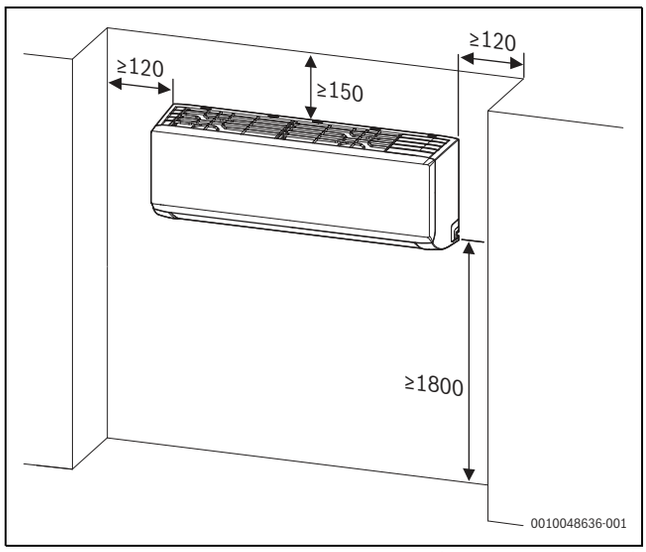
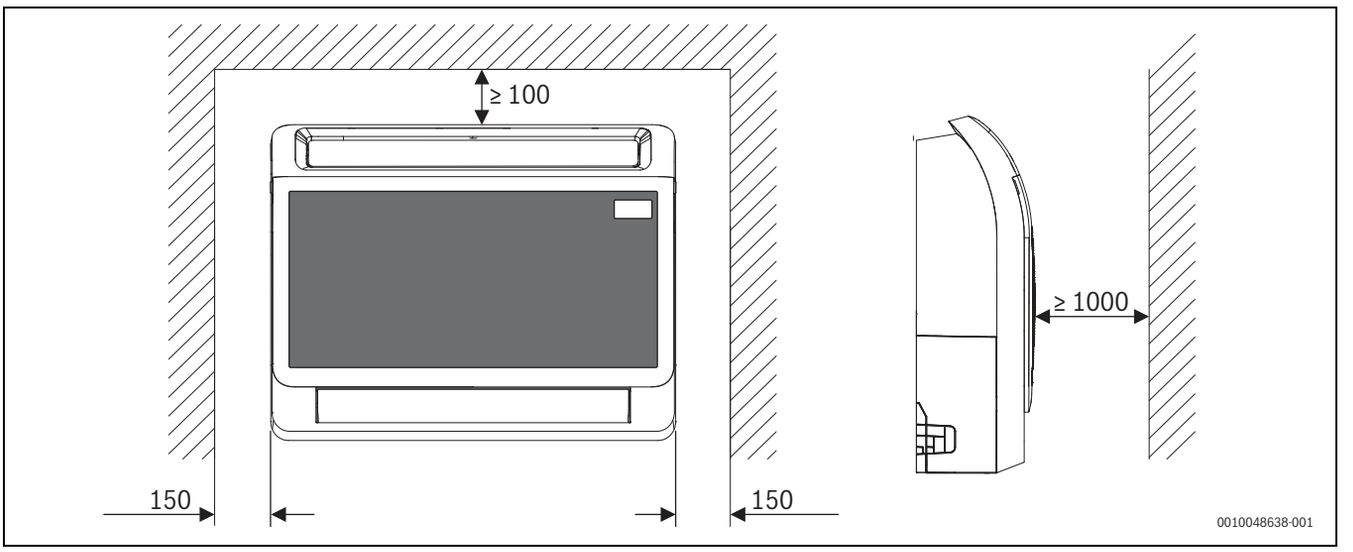
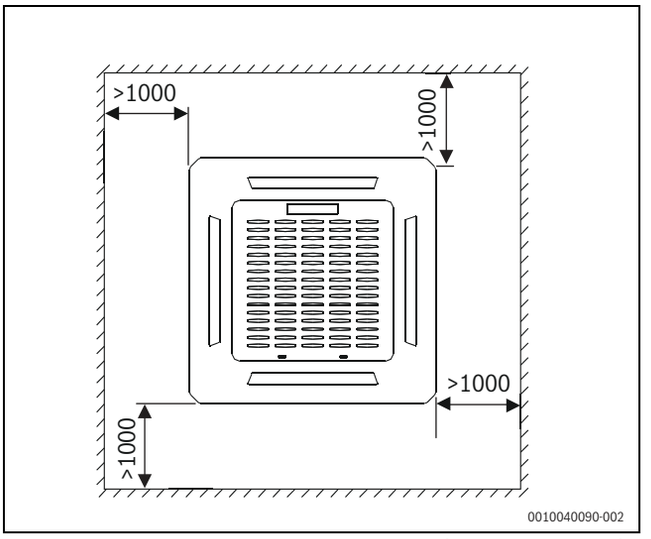
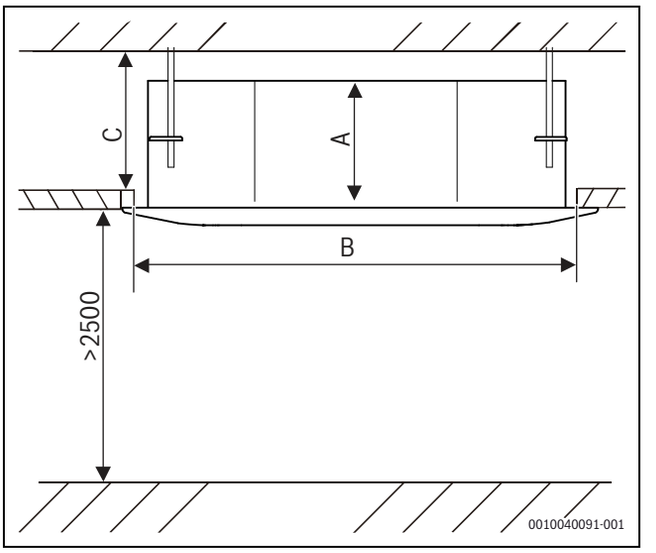

Bild 3 Mindestabstände Inneneinheit (Wandinstallation) (Maße in mm)
Bild 5 Mindestabstände Inneneinheit (Konsole) (Maße in mm)
Bild 7 Mindestabstände Inneneinheit (Deckenkassette) (Maße in mm)
Bild 8 Mindestabstände montierte Inneneinheit zur Innendecke (Deckeninstallation) (Maße in mm)
- Die Mindestabstände zu Wänden und anderen Hindernissen müssen berücksichtigt werden (→ Bild 3, Bild 5, Bild 7 und Bild 8).